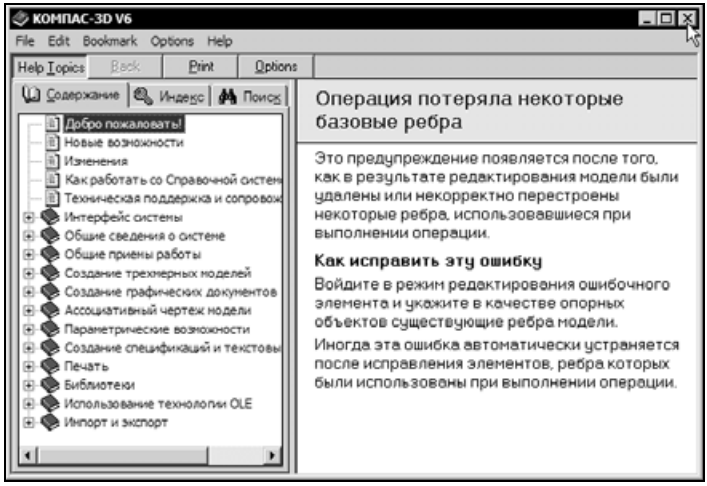

Рис. 4.43
- Ознакомьтесь с описанием ошибки и рекомендациями по ее устранению. Щелчком на кнопке **Закрыть** закройте окно справки (рис. 4.43).